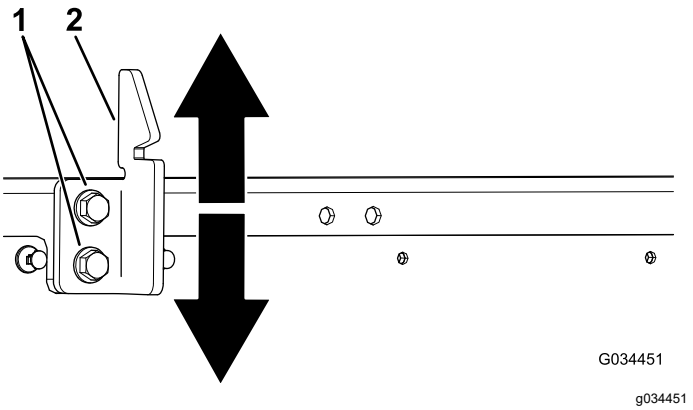

Figur 53
3. Lossa de två skruvarna på låsspärren och flytta den upp eller ned efter behov (Figur 53).
4. Dra åt de två skruvarna på låsspärren (Figur 53).